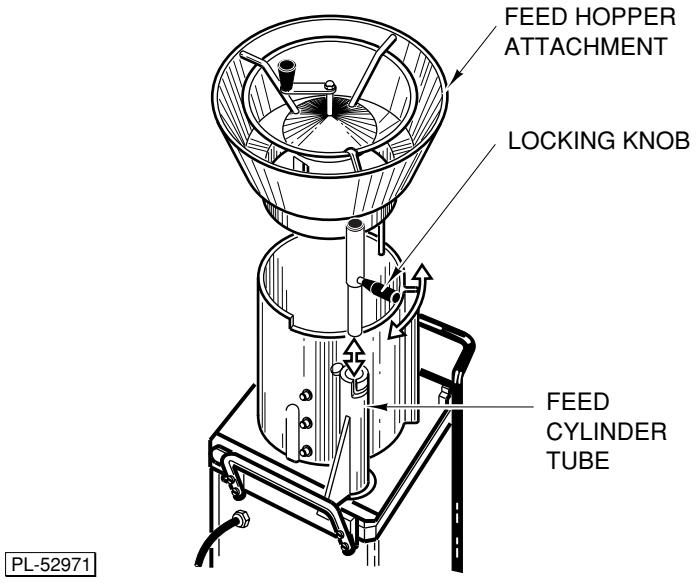

Fig. 9
4. Press the feed hopper attachment down and turn the locking knob (Fig. 9) counterclockwise.